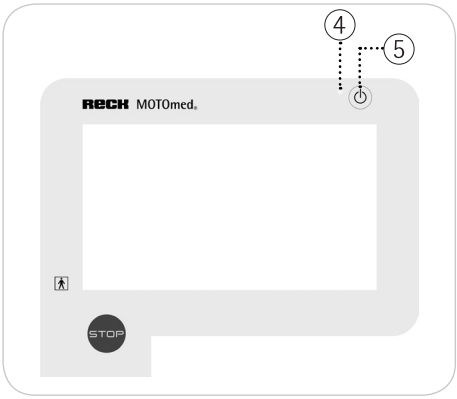

Fig. 4.5
vedere Fig. 4.5 come indicato dalla spia LED verde accesa ④ sull'unità di comando.